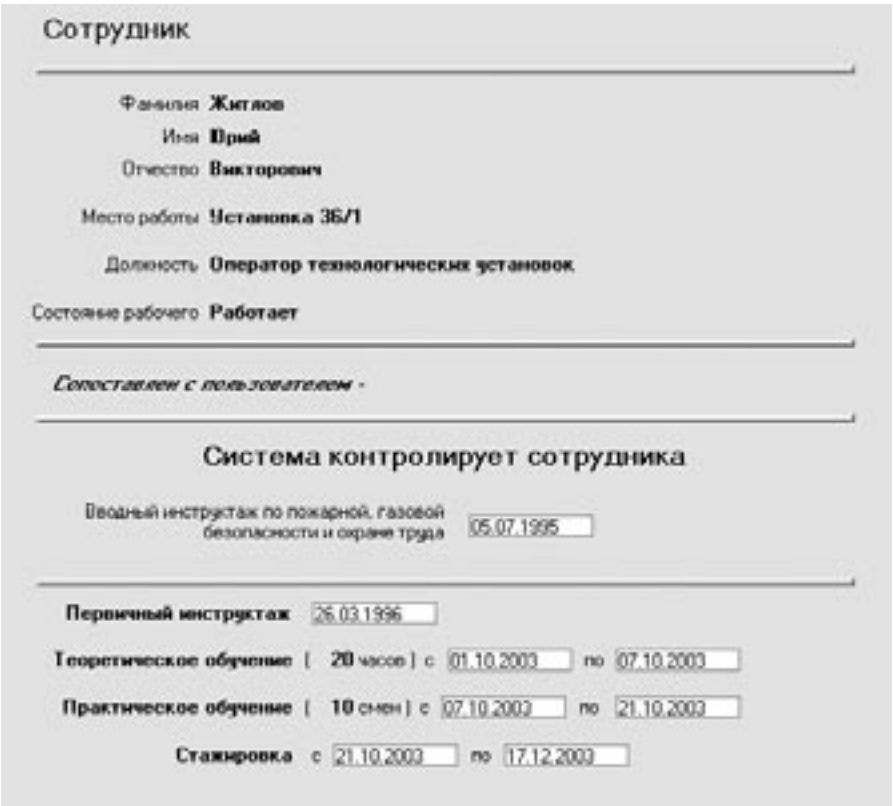

Рис. 1. Карточка сотрудника
1. Ведение карточек работников с фиксированием дат и результатов проведения ежегодных проверок знаний, повторных и внеплановых инструктажей (рис. 1). В системе предусмотрена возможность временного и полного отключения контроля системой за сроками проведения инструктажей и проверок знаний по каждому сотруднику.